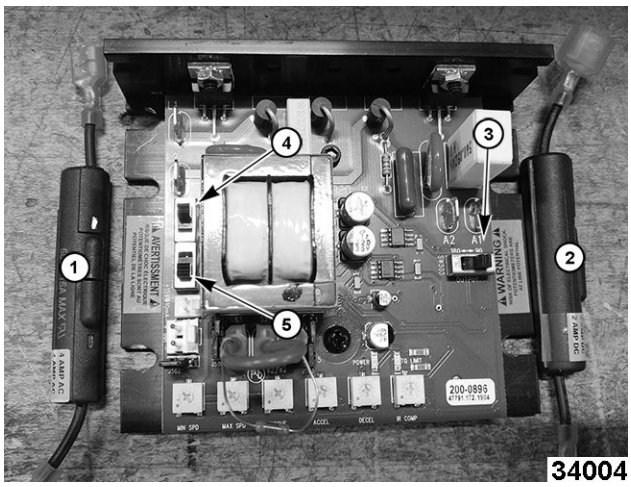

Fig. 65
2ND GENERATION CONTROLLER BOARD SHOWN IN Fig. 65
- Fuse - 1,Fig. 65, 4 amp AC.
- Fuse - 2, Fig. 65, 2 amp DC.
- 3 switch shown in Fig. 65 should be set at 90.